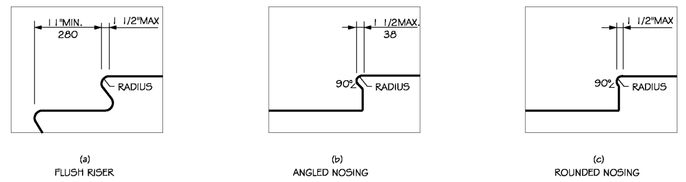

FIG. 18
4.9.2 TREADS & RISERS. ON ANY GIVEN FLIGHT OF STAIRS, ALL STEPS SHALL HAVE UNIFORM RISER HEIGHTS AND UNIFORM TREAD WIDTHS. STAIR TREADS SHALL BE NO LESS THAN 11" (280mm) WIDE, MEASURED FROM RISER TO RISER (SEE FIG. 18(a)). OPEN RISERS ARE NOT PERMITTED ON ACCESSIBLE ROUTES.
4.9.3 NOSINGS. THE UNDERSIDES OF NOSINGS SHALL NOT BE ABRUPT. THE RADIUS OF CURVATURE AT THE LEADING EDGE OF THE TREAD SHALL BE NO GREATER THAN 1/2" (13mm). RISERS SHALL BE SLOPED OR THE UNDERSIDE OF THE NOSING SHALL HAVE AN ANGLE NOT LESS THAN 60 DEGREES FROM THE HORIZONTAL. NOSINGS SHALL PROJECT NO MORE THAN 1-1/2" (38mm) (SEE FIG. 18).